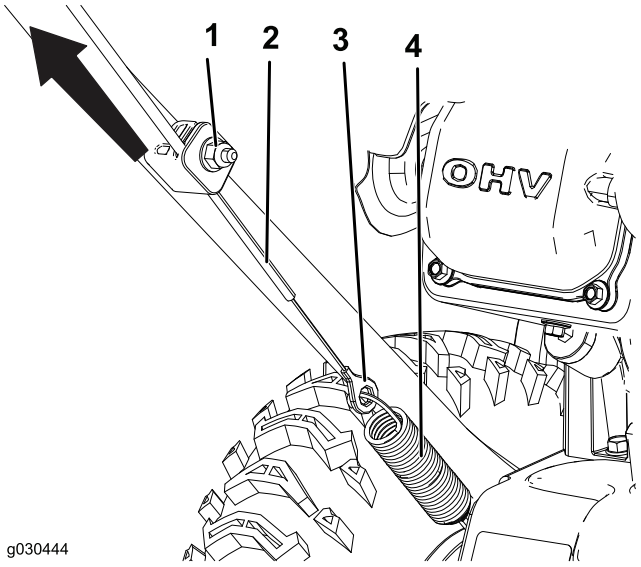

Bild 25
1. Lockern Sie die Mutter an der unteren Kabelklemme, ohne sie zu entfernen (Bild 25).
2. Ziehen Sie das Kabel hoch, damit es nicht durchhängt (Bild 25).
3. Halten Sie das Kabel fest und ziehen Sie die Mutter an (Bild 25).